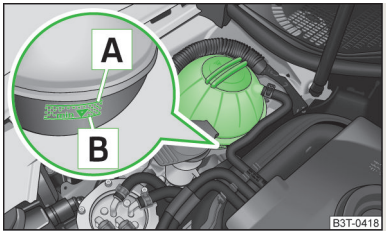

Fig. 131
When refilling, we only recommend you use the same antifreeze written on the antifreeze expansion tank » Fig. 131 on page 163.
- Do not fill the coolant above the mark A » Fig. 131 on page 163.
› Check the level of coolant in the coolant expansion bottle » Fig. 131. The coolant level when the engine is cold must lie between the B (MIN) and A (MAX) markings. The level may also rise slightly above the A (MAX) marking when the engine is warm.
› Place a cloth over the cap of the coolant expansion reservoir » Fig. 131 on page 163 and unscrew the cap **carefully**.
Do not fill the coolant above the mark A (max.) » Fig. 131 on page 163! Excess coolant heats up and then is forced out of the cooling system through the pressure relief valve in the cap.